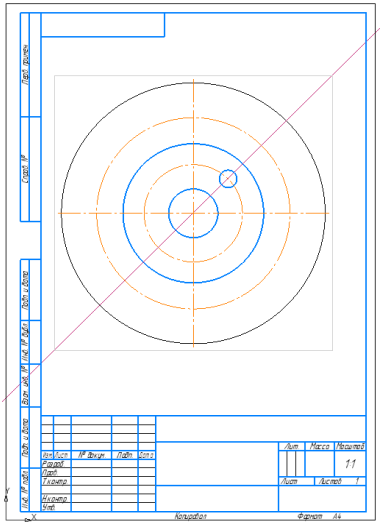

Рис. 5.20
3) На окружности ∅56 начертите четыре окружности ∅10. Для точного задания воспользуйтесь командой ***Вспомогательная прямая*** с заданием параметра: ***Угол*** – 45^0 (рис. 5.20).